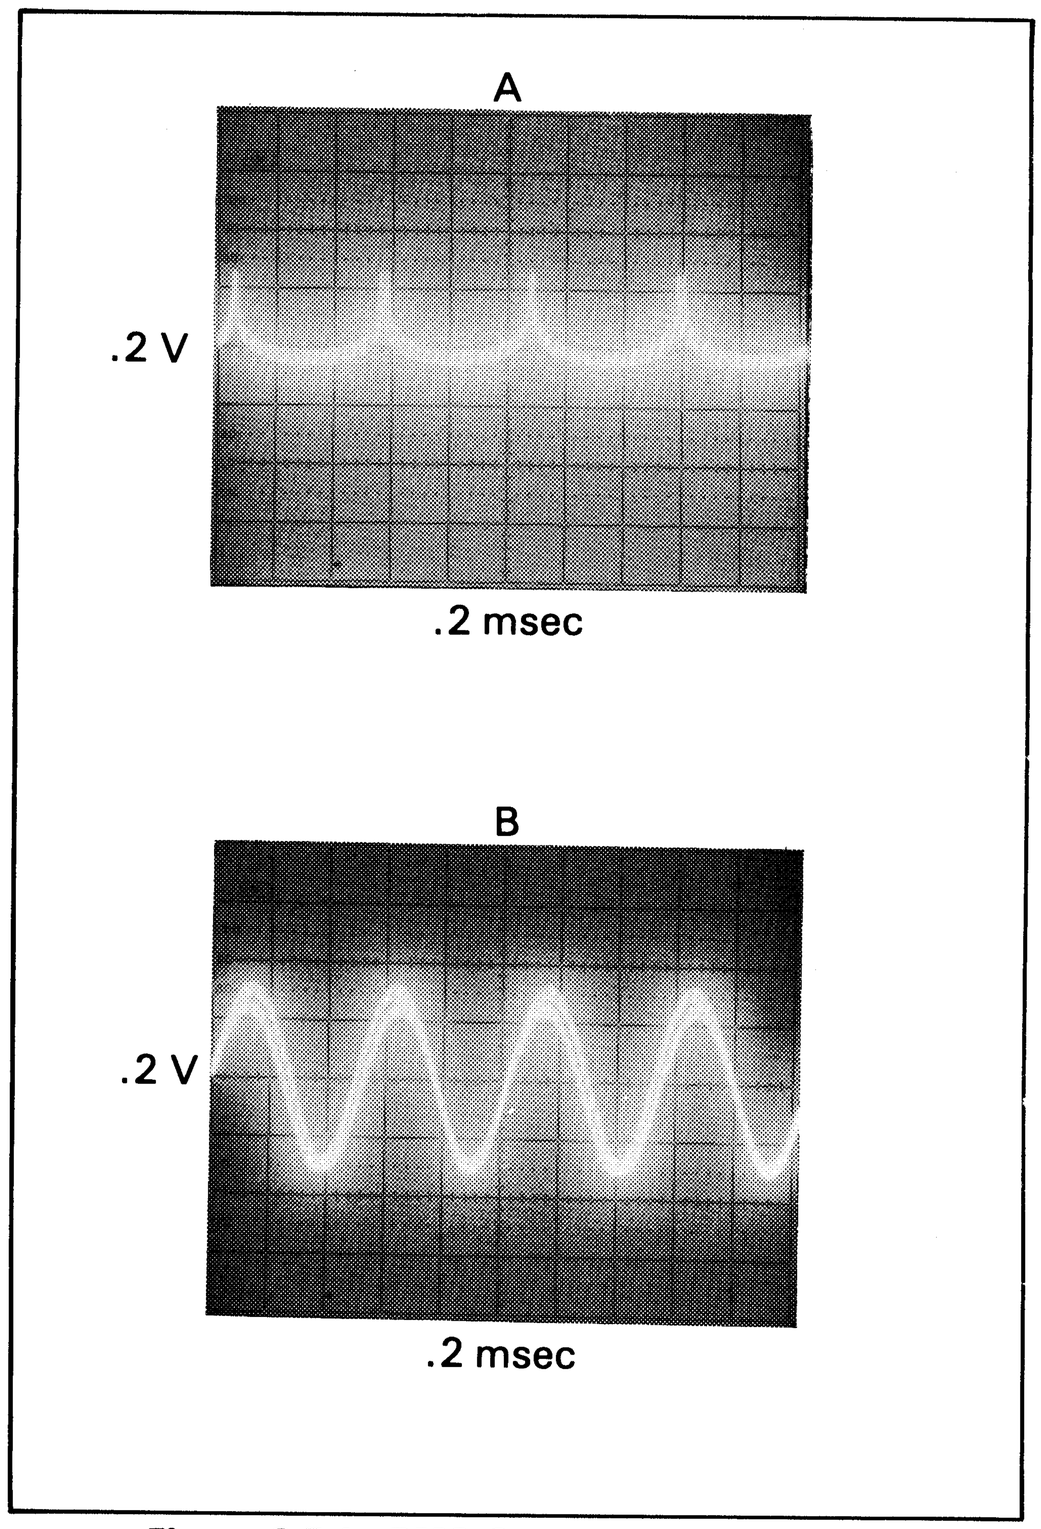

Figure 8-E-1. RMS Converter Waveforms.
f. Using an oscilloscope, measure for the signal shown in Figure 8-E-1A at TP16. Make sure the signal is stable (not jumpy).
h. If the signal at TP16 is good, check for the signal shown in Figure 8-E-1B at TP17.